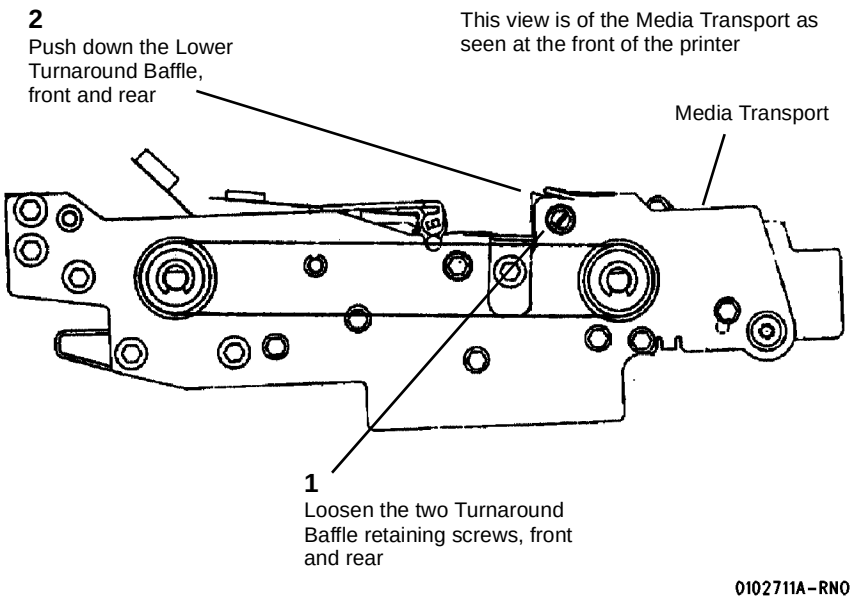

**Figure 2 Positioning the Lower Turnaround Baffle**
4. ( Figure 2): Position the Lower Turnaround Baffle.